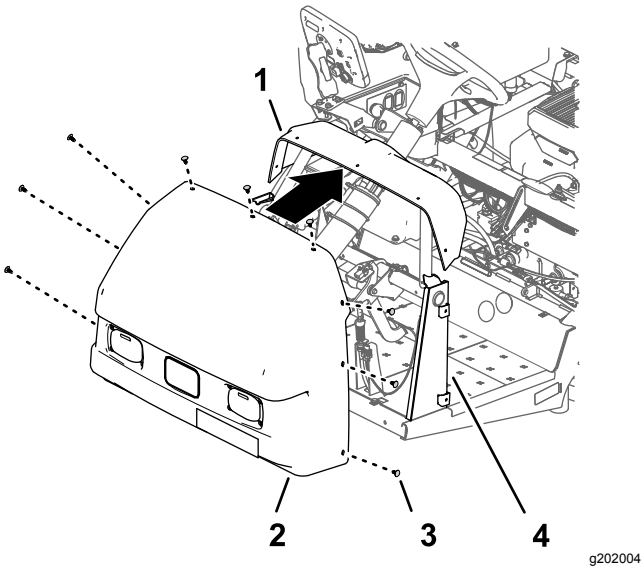

Figur 214
1. Ret hullerne i motorhjelmen ind efter hullerne i instrumentpanelet og maskinens stel (Figur 214).
2. Fastgør motorhjelmen til instrumentbrættet og stellet med 9 skubbefastgørelsesanordninger (Figur 214).